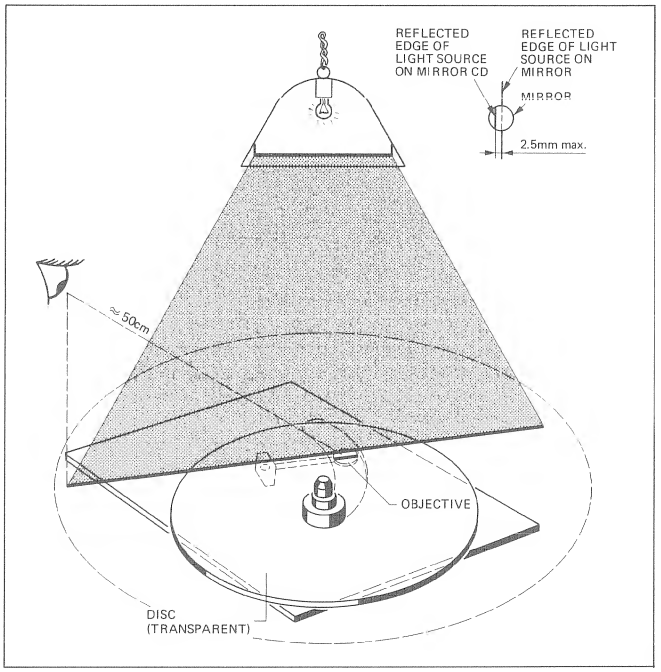
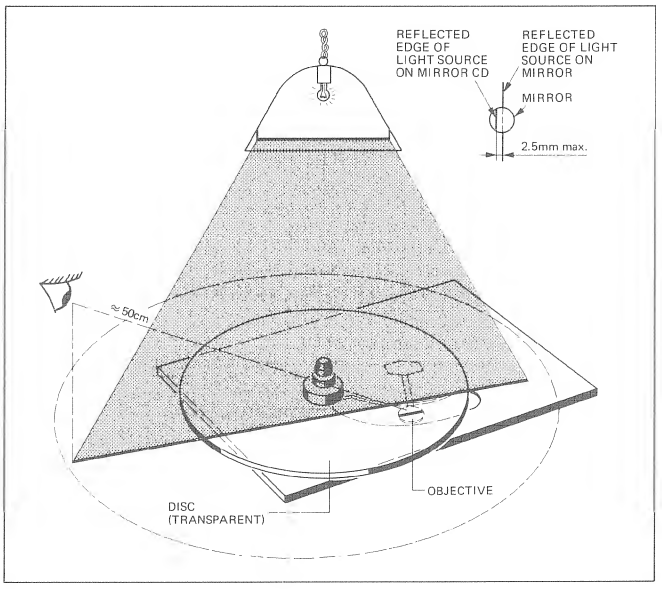

Fig. 4.5
Fig. 4.6
-> Fig. 4.5 / Fig. 4.6
- Beim Betrachten der beiden Schattenlinien auf der Glas-CD und auf dem Spiegel (Fig. 4.5) darf deren seitlicher Versatz nicht mehr als 2,5 mm betragen.
- Laufwerk so aufstellen, dass die Schattenlinie senkrecht zum Abtastarm, aber durchs Zentrum des Spiegels auf der Laser-Optik verläuft. (Fig. 4.6)